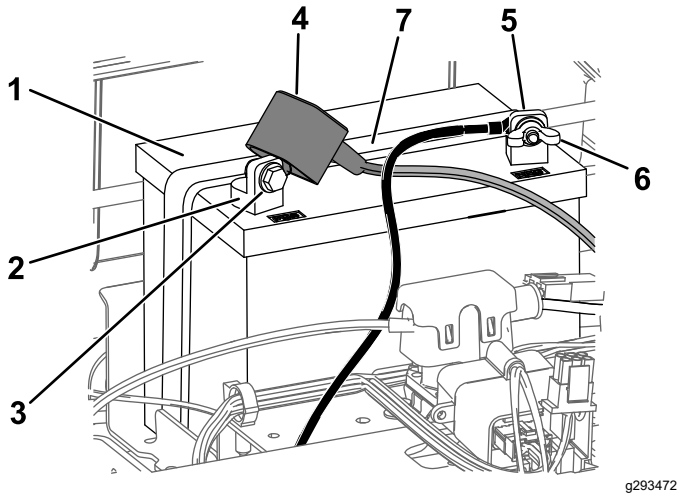

Figura 49
4. Desconecte el cable negativo de tierra (negro) del borne de la batería (Figura 49).
6. Desconecte el cable positivo (rojo) del borne de la batería (Figura 49).
7. Retire la correa de sujeción de la batería (Figura 49) y levante la batería para retirarla de su bandeja.
1. Coloque la batería en la bandeja (Figura 49).
5. Fije la batería con la correa de sujeción (Figura 49).